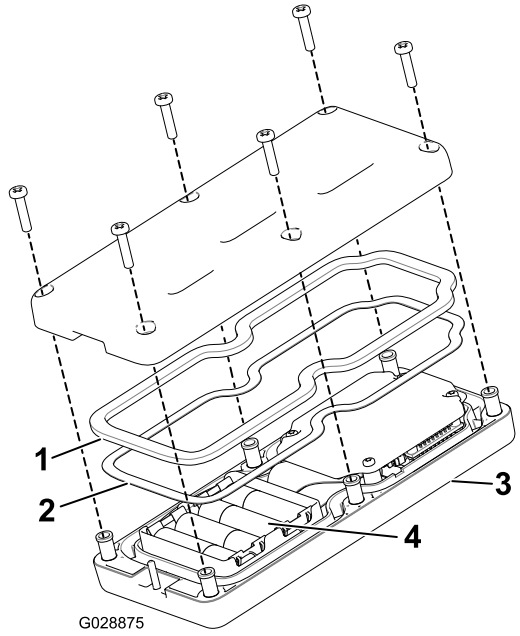

Figur 46
3. Ta bort de 6 skruvarna från baksidan av kontrollen och ta bort luckan (Figur 46).
5. Sätt i nya batterier i facket och tänk på polariteten. (Enheten skadas inte om batterierna sätts i fel, men den fungerar inte.) Det finns polaritetsmarkeringar i facket för varje terminal (Figur 46).
6. Om du oavsiktligt tar bort gummitätningen och stålpackningen ska du sätta tillbaka dem försiktigt i kanalen på handkontrollen (Figur 46).
7. Sätt tillbaka luckan och fäst den med de 6 skruvarna som togs bort tidigare (Figur 46) och dra åt dem till 1,5–1,7 Nm.